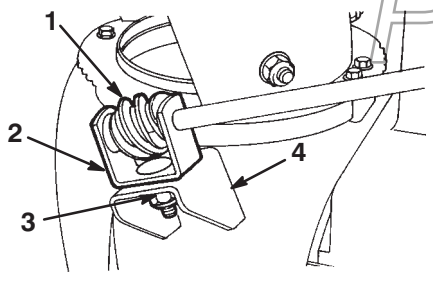

Figur 10
3. Skruva fast snäckskruven och fästet på monteringsflänsen med en bult, en fyrkantsbricka och en låsmutter såsom framgår av figur 10.